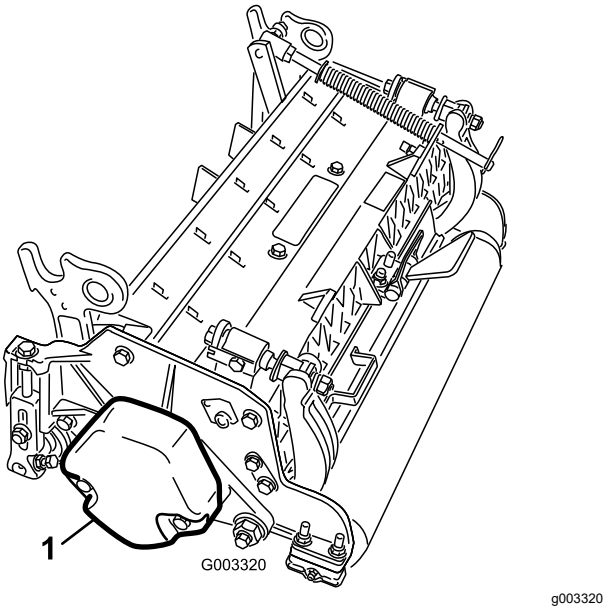

Figur 9
5. Kontroller at motvekten (Figur 9) *er installert i den korrekte enden av klippeenheten som beskrevet i klippeenhetens brukerhåndbok*.